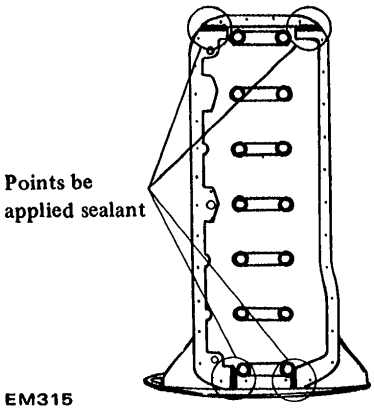

Fig. EM-80 Applying sealant (Cylinder block)
(3) Cylinder block: Step portions at four mating surfaces (cylinder block to rear main bearing cap). See Figure EM-80.